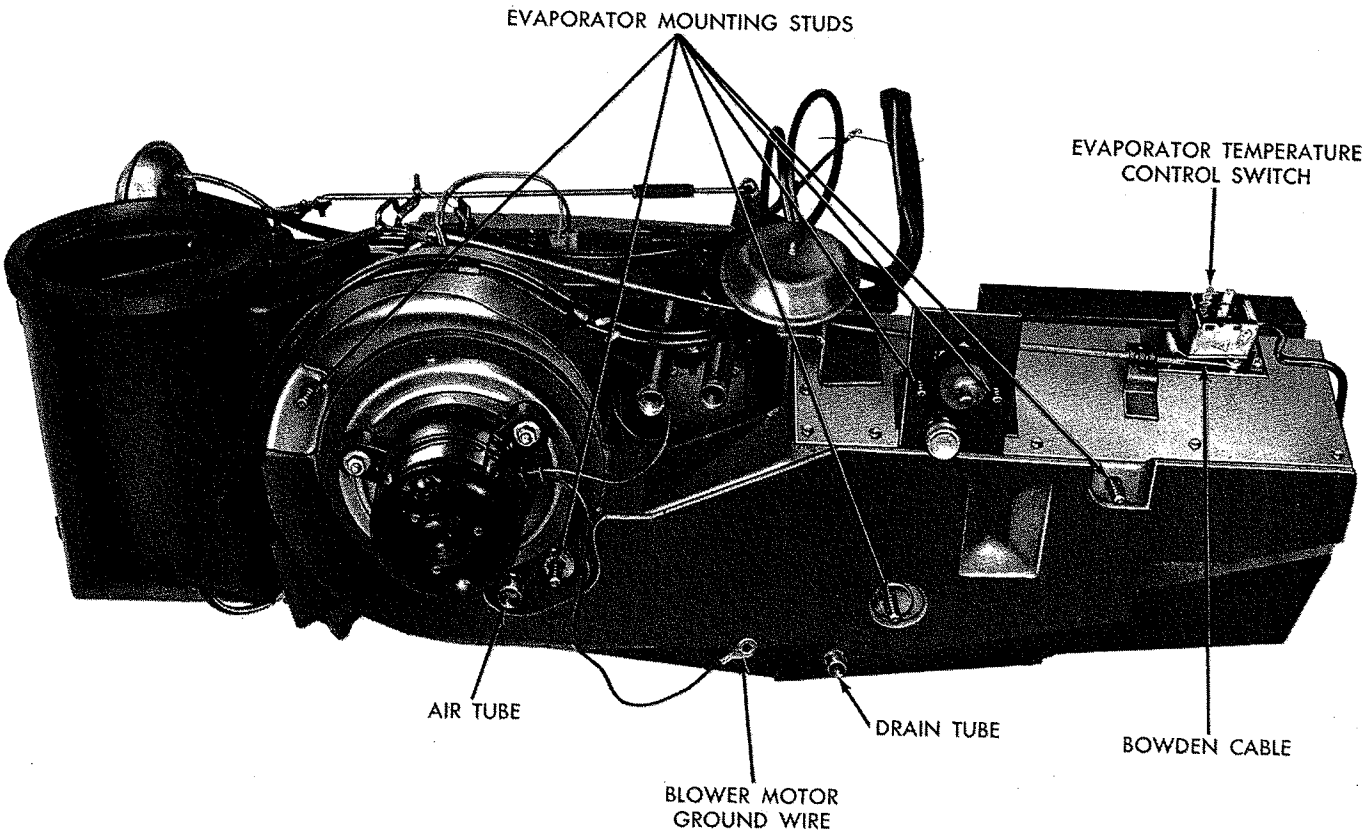

*Fig. 82—Heater and Evaporator Assembly—Rear View*
(6) Disconnect heater housing support rod from the fresh air duct (Fig. 82).
(7) Remove heater assembly.
(8) Remove fresh air-recirculating door actuator.
(9) Remove operating link between bellcrank and recirculating door.
(10) Remove the fresh air inlet seal from either front or rear heater housing half only.
(11) Remove the retainer clips attaching the heater housing halves together and separate the heater housing halves.
(12) Remove the screws attaching the heater core to heater housing and remove the core.